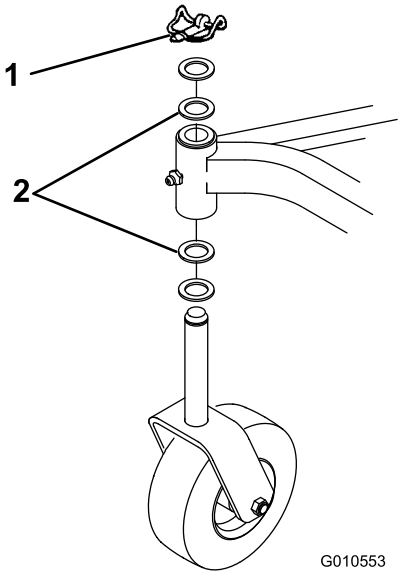

Figur 18
4. Sæt en uddriver ind i den øverste eller nederste del af monteringsrøret, og driv bøsningen ud af røret (Figur 18). Driv også den anden bøsning ud af røret. Rengør indersiden af monteringsrøret for at fjerne evt. snavs.